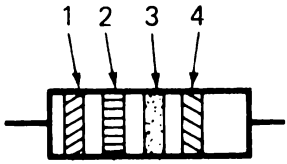

Figura 5
8. Riferitevi alla Figura 5. Quant'è la resistenza e la tolleranza quando gli anelli sono colorati come segue:
9. Riferitevi alla Figura 5. Quant'è la resistenza e la tolleranza quando gli anelli sono colorati come segue: